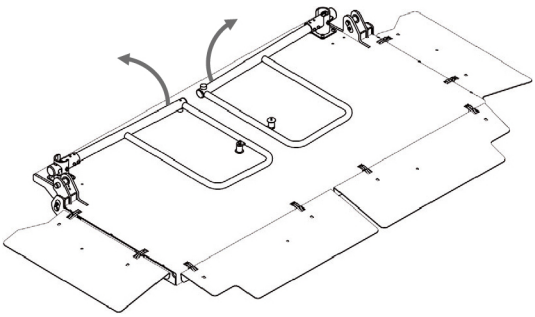

Abbildung 17: P-Geländer aufstellen
► Schwenken Sie das jeweilige Geländer um 90 Grad nach oben, bis es fest einrastet (siehe Abbildung 17).